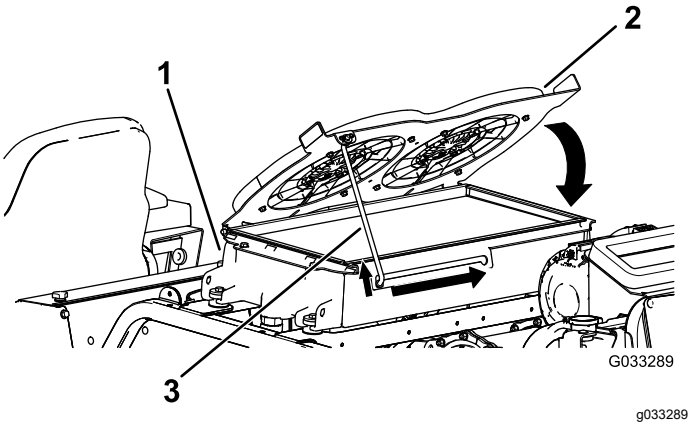

Figuur 120
4. Draai de hydraulische koelventilators naar beneden en zet de steunstang vast in de inkeping (Figuur 120).